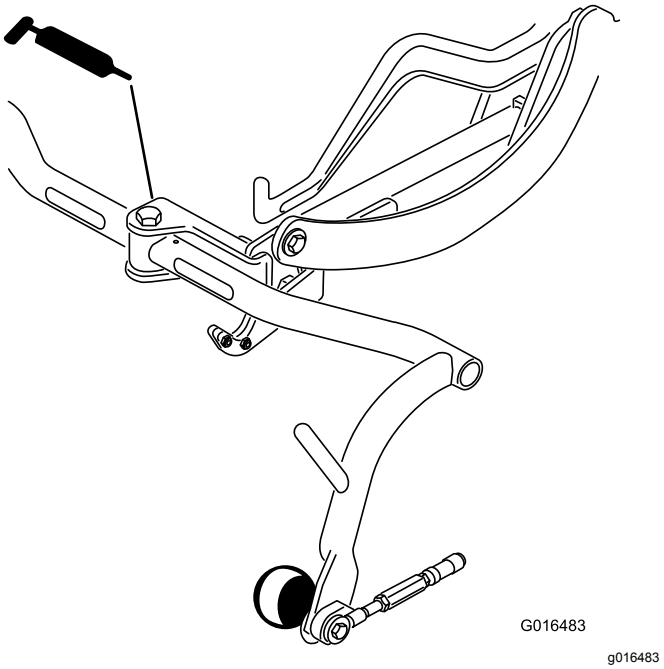

Figur 37
- Bærerammens svingledd (3) (Figur 37)